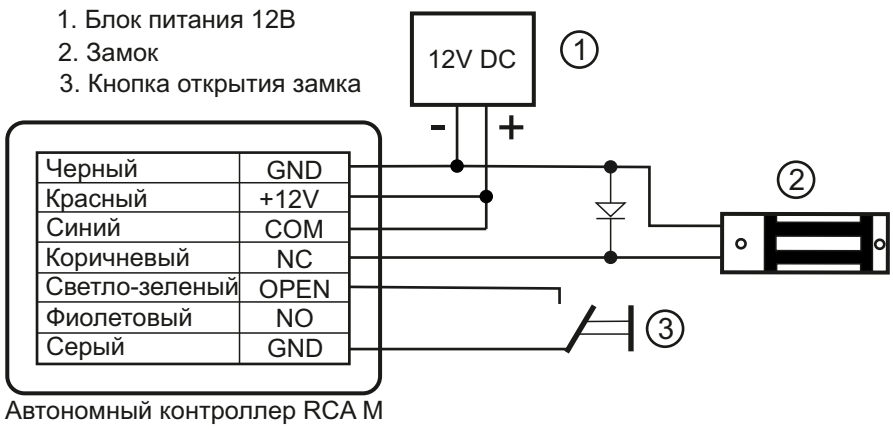

Рисунок 5.2.1 Подключение контроллера «RCA E»
- выполните подключения периферийных устройств, как показано на схеме подключений (см. Рисунок 5.2.1), используя быстрозажимные клеммы из монтажного комплекта;